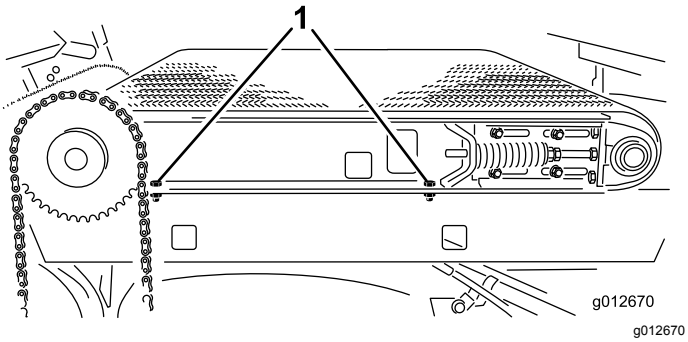

**Figur 31**
2. På højre side af maskinen skal du stramme de 2 maskinskruer, der fastgør gliderens stelvange på den højre skærm (Figur 31).